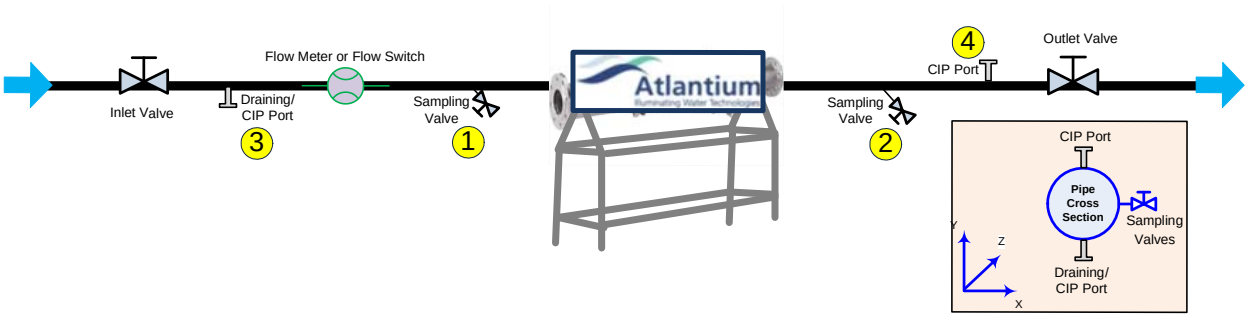

Figure 5-7: CIP Ports and Sampling Valves Orientation
Step 1. On the Inlet side, install the **Long welding ferrule** or **threaded male adapter (1).**
- Position aseptic sampling valves **(1 & 2** in **Figure5-7**, on page **39)** **horizontally** (90^0) on the pipe center, within 50cm of the Unit.
- Weld the 1 inch **ferrule (1)** clamp fitting at a horizontal orientation (3 or 9 o'clock).
- Thread the **male adapter (1)** clamp fitting to the port.